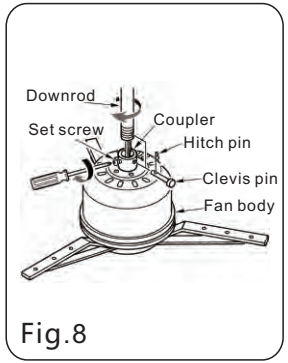
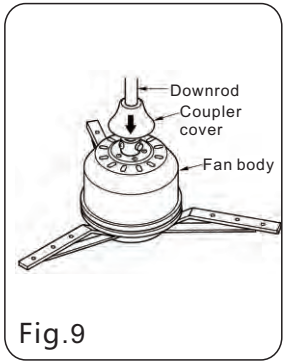

Fig.8
Fig.9
Paso 3: Introduzca la varilla en el hueco del motor, fije los tornillos del set y el pin de la abrazadera. (Fig. 8 y Fig. 9)